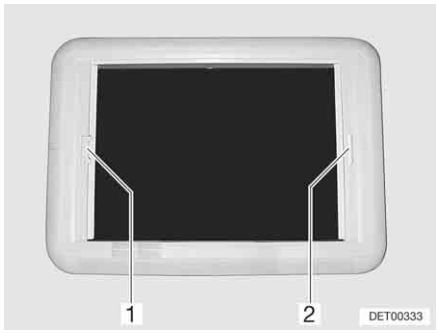

Fig. 66 Heki skylight, blind lock
- Pull blind at the handle (Fig. 66,2) to the opposite handle of the insect screen (Fig. 66,1) and allow to engage.
- With your other hand, push the unlocking bar on the handle of the insect screen (Fig. 66,1) towards the handle. The lock is released.
- Pull insect screen at the handle (Fig. 66,1) to the opposite handle of the blind (Fig. 66,2) and allow to engage.
- Hold the insect screen (Fig. 66,1) by the handle and push the unlocking bar towards the handle. The lock is released.